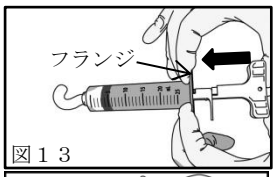

図１３
①両手を用いて、人差し指と中指をフランジにかけ、親指でハンドルを押し、ペーストを清潔野に押出してください。（図１３）
②手で形を整え、補填してください。